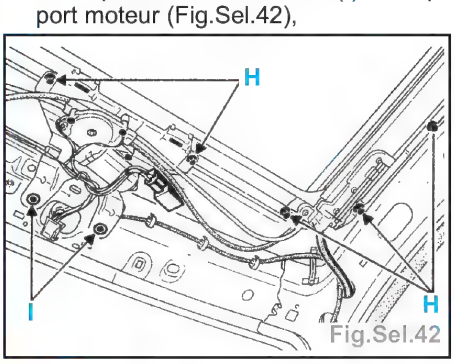

Fig.Sel.42
• les vis de fixation (H) du contre-cadre ainsi que les vis de fixation (I) du support moteur (Fig.Sel.42),